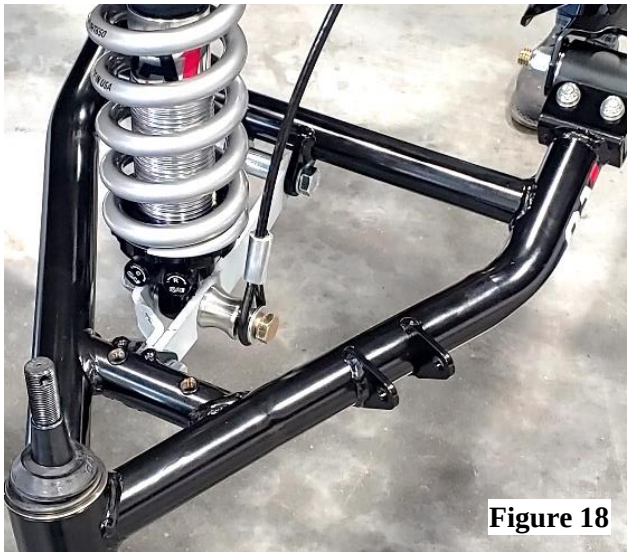

Figure 18
27. Install the shock into the lower control arm. This suspension comes with limiting cables and cable spacers/mounts. Use the wider/beveled spacer/cable mount on the lower connection with the limiting cable mounted towards the front side of the truck. Secure using 1/2” x 4” hardware with two washers and one nyloc nut. **(Figure 18)** Torque to 50 lb. ft.